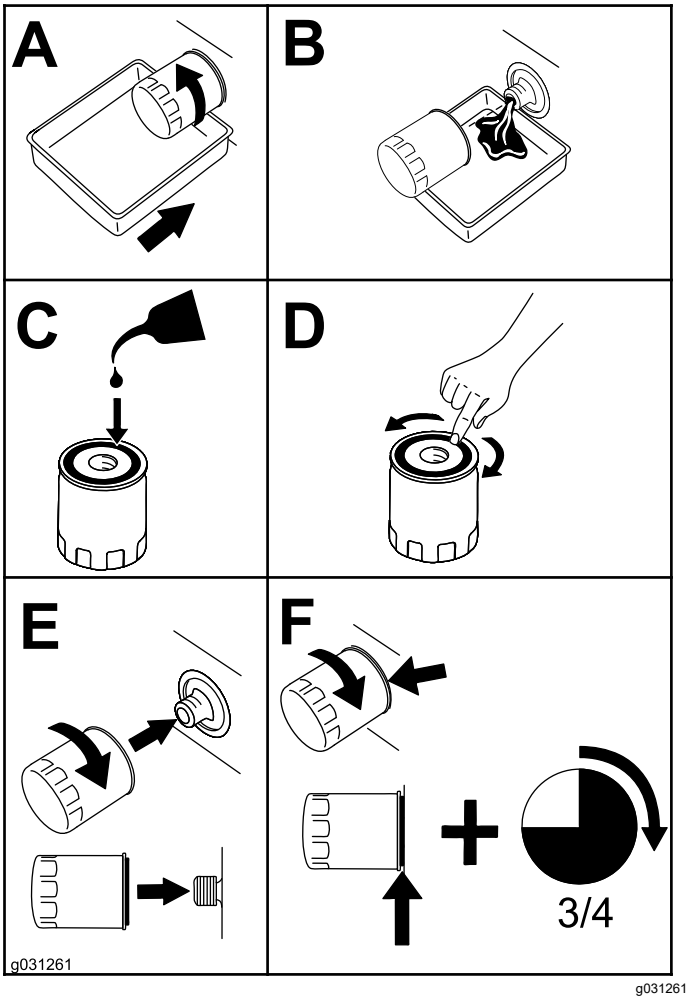

Bild 51
4. Wechseln Sie den Ölfilter wie in Bild 51 gezeigt.